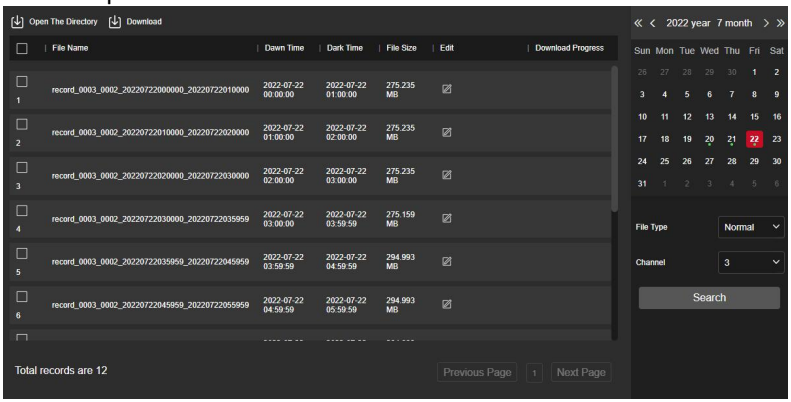

Figure 6-6
- **Download:** After querying the video file, click " " to enter the videofile list, select the download file, click "Download", the video file starts to download in order, stored in the local configuration settings location.The file download interface is shown in Figure 6-6. The "First Page", "Prev Page", "Next Page" and "Last Page" are used to scroll through all